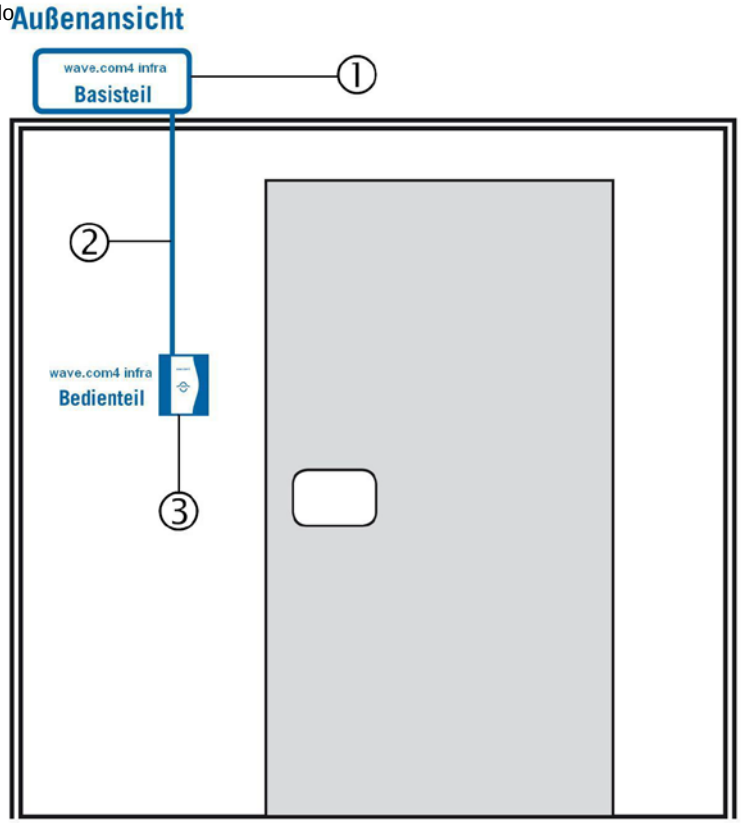

Fig. 3
L'elemento di comando ③ dell'unità di controllo a infrarossi viene montato sulla parete esterna della cabina ad una distanza massima di 10 metri dall'alimentatore (si veda la Fig. 3). Per il montaggio è necessaria un trapano Ø 70 mm esistente in commercio. L'elemento di comando può essere montato sia nella cabina che all'esterno della cabina.